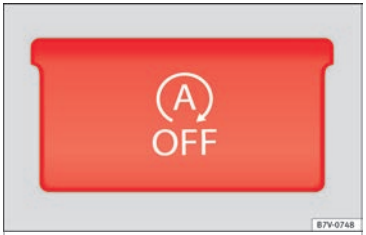

Fig. 207 Detailed view of the centre console: Start-Stop function button
- Press the button on the centre console ››› Fig. 207.